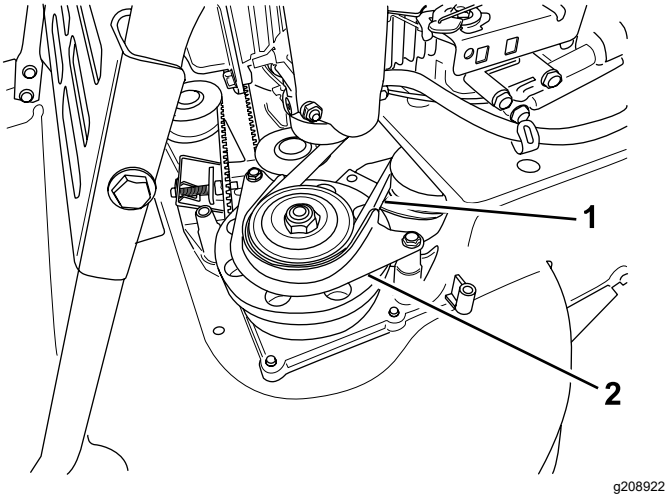

Figura 38
7. Retire el protector de la correa del EFC (Figura 38).